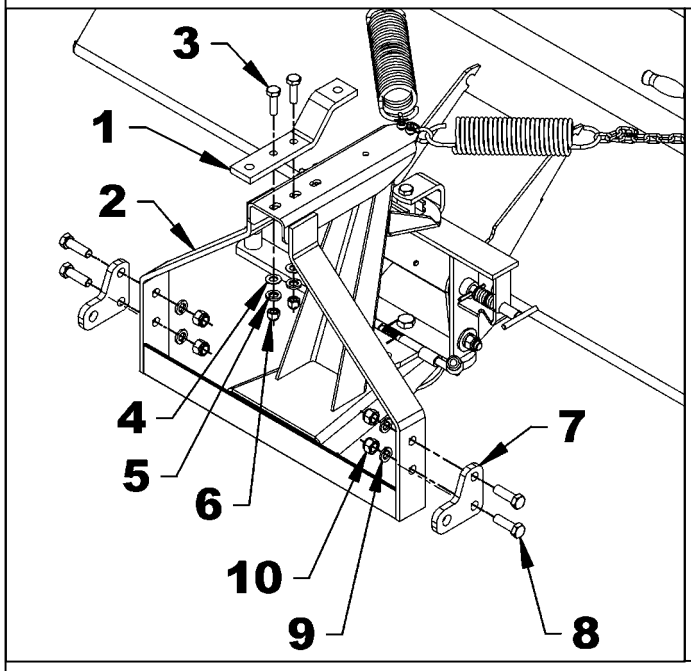

Figure 9B
- **Si la distance A est égale ou plus petite que 4 1/4", utiliser l'option d'installation 2 - figures 9B-10B.**